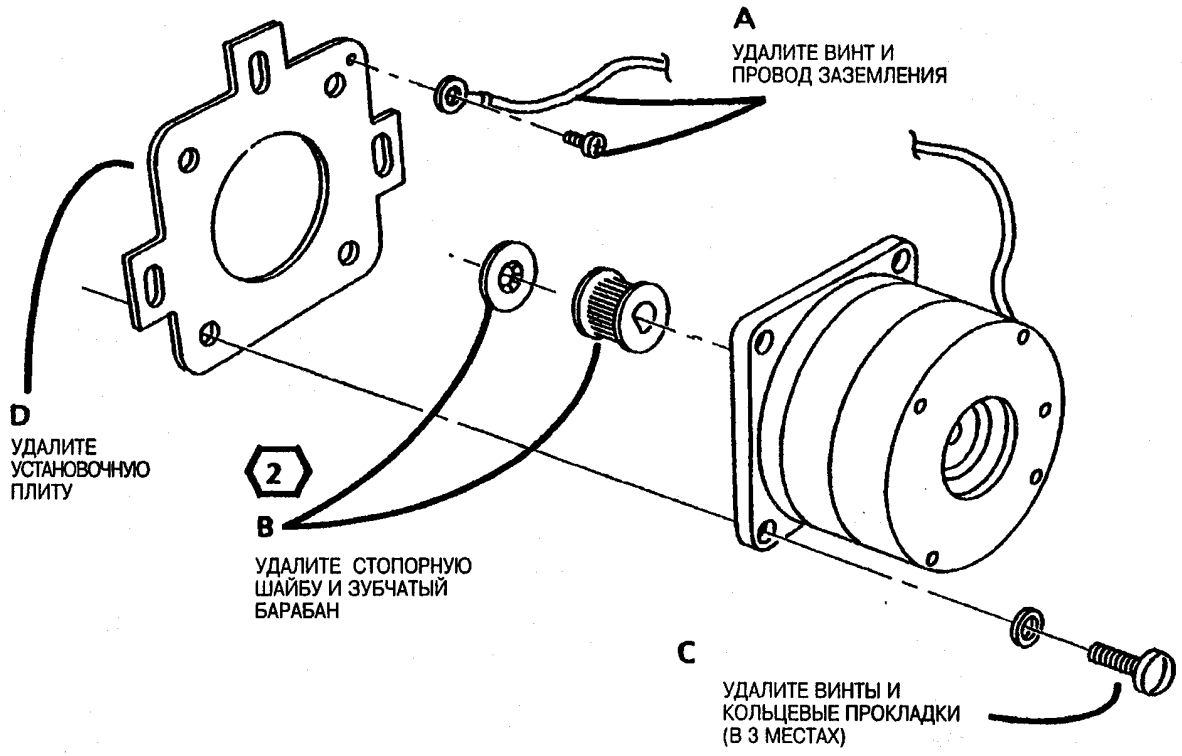

Рис. 2. Удалите привод транспортёра материала с установочной плиты
7. (Рис. 2): Удалите привод транспортёра материала с установочной плиты.